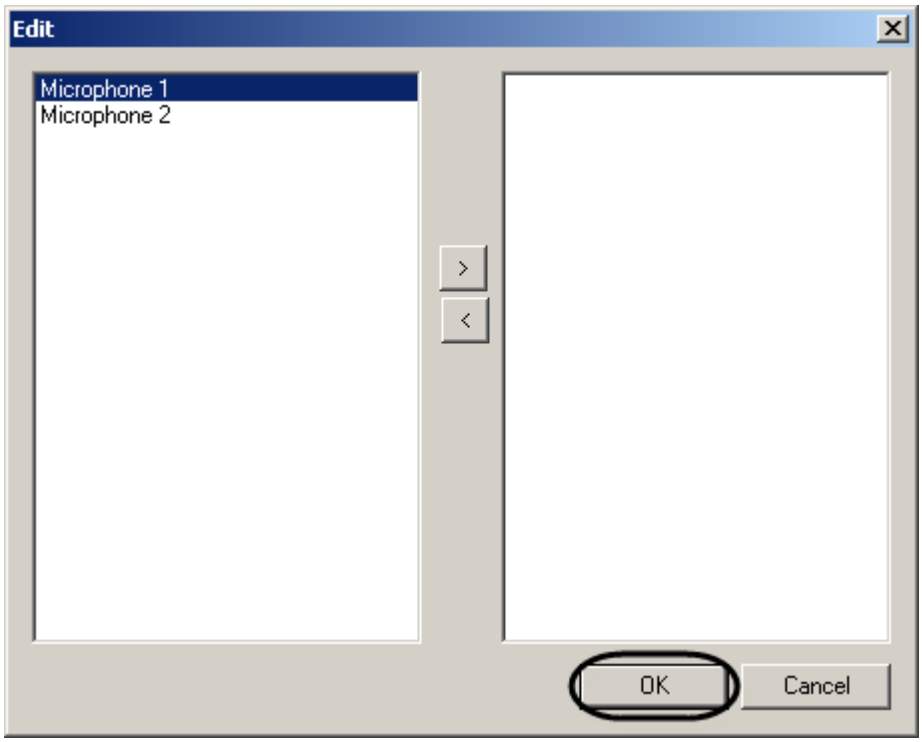

Figure 8.8-27. The window of sound sources list editing
The window of sound sources list editing is displayed (Figure 8.8-27).
4. Select the required sound sources in the left listand click > (Figure 8.8-27).
Note. To remove the sound sources from the right list select them and click < (Figure 8.8-27).
5. Click “OK” to save the changes (Figure 8.8-27).